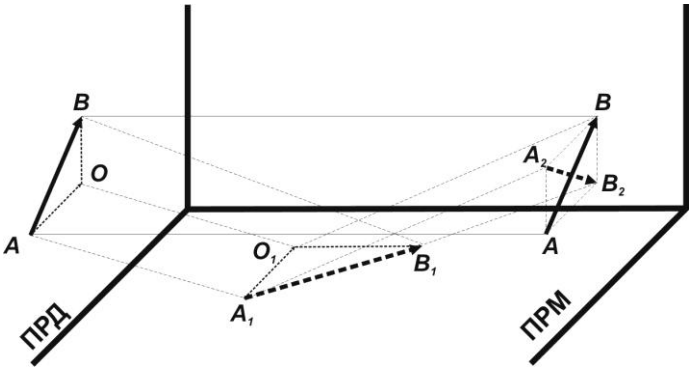

Рис. 6.1
6.1.2 Принцип работы извещателя с наклонной ориентацией блоков БПРД и БПРМ запатентован («Радиоволновой способ обнаружения объектов», Патент РФ №2348980) и основан на обнаружении нарушителя по вызываемому им изменению параметров поляризованного электромагнитного поля. Плоско поляризованное электромагнитное поле (чувствительная зона) формируется между БПРД и БПРМ в виде вытянутого эллипсоида вращения, причём вектор поляризации **АВ** формируется под углом ≈ 45° по отношению к прилегающим поверхностям (земле, заграждению и др., см. рис. 6.1). Отраженные от поверхностей волны (вектор $\mathbf{A_2B_2}$) попадают на приемную антенну **ПРМ** под углом ≈ 90° по отношению к ее собственному вектору поляризации **АВ**. В результате вклад отраженного сигнала в суммарный сигнал на выходе приемной антенны **ПРМ** ничтожно мал.